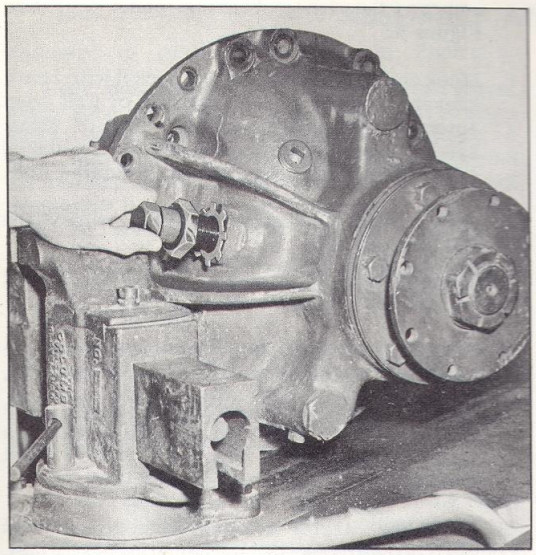

Fig. 6 - Back Away Adjusting Screw
1. At the side of the differential carrier, pry up the tang of the adjusting nut lock (34).
2. Loosen the lock nut (35) and back away the adjusting screw (36). See Figure 6.
3. Securing an ordinary "C" clamp over the bevel gear (18), rotate the bevel gear until the clamp rests solidly against the case, preventing further rotation of the gear.
4. Remove the cotter (48) from the pinion end and loosen the companion flange nut (47).
5. Remove the adjuster lock cotters (1) and take off the adjuster locks (2). If the differential is being given a periodic cleaning, inspection and adjustment, it will be worth while to place a small reference mark at the very bottom of the first exposed thread on the side of the adjusting nut (3), where the lock (2) was removed. This can easily be done with a small center punch and will facilitate reassembly of the adjusters to their original position.
6. Withdraw the capscrew lockingwires (16) and turn out the capscrews (15). Remove bearing caps (13). Remove the cap dowel bushings, if used.
7. Lift the bevel gear and differential case from the carrier (37) as an assembly.
8. Place assembly in a soft jawed vice, with the plain case (7) upward and the bevel gear (18)